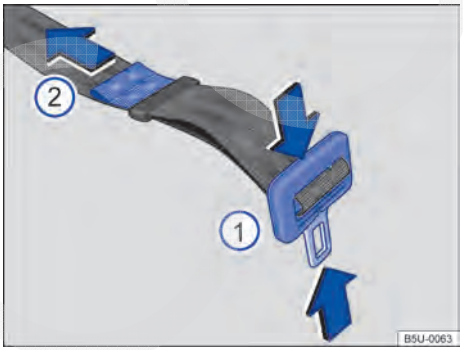

Fig. 52 Ajustar o cadarço do cinto de segurança subabdominal.
– Pressionar a lingueta na direção das setas → Fig. 52 ① e alongar totalmente o cinto de segurança.
– Apertar a lingueta contra o fecho do cinto de segurança e puxar a extremidade → Fig. 52 ② no sentido da seta, até atingir uma folga máxima de 5 cm (3 dedos) na região pélvica.